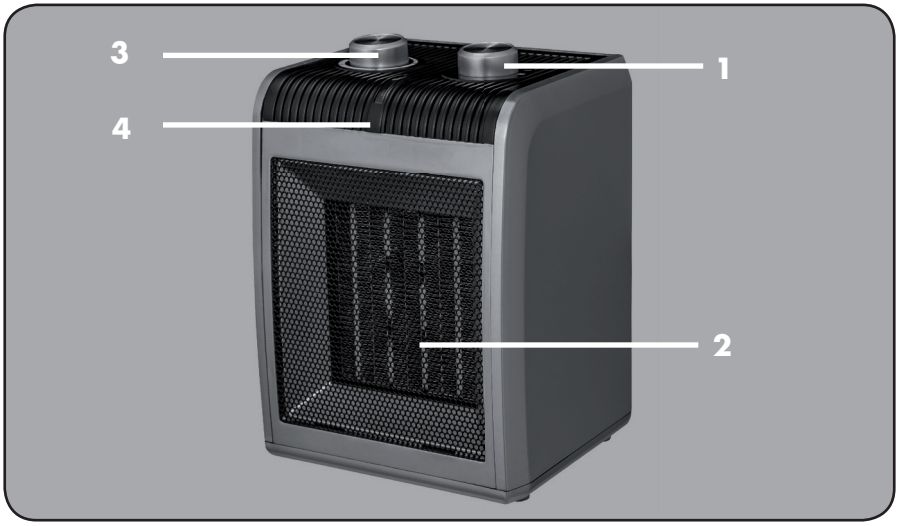

Abb. 1: Geräteübersicht
1. Vergewissern Sie sich, dass der Heizstufenschalter (siehe Abb. 1, Nr. 1) auf „0“ steht. Schließen Sie dann den Heizlüfter an eine geerdete, durch einen FI-Schutzschalter abgesicherte Steckdose an.
2. Schalten Sie nun das Gerät ein, indem Sie den Heizstufenschalter (siehe Abb. 1, Nr. 1) auf die gewünschte Position bringen. Die rote Kontrollleuchte geht an. Dabei gilt:
1. Starten Sie das Gerät, indem Sie mit Hilfe des Heizstufenschalters (siehe Abb. 1, Nr. 1) die gewünschte Heizleistung einstellen.
2. Drehen Sie den Temperaturregler (siehe Abb. 1, Nr. 3) im Uhrzeigersinn bis zum Anschlag.
2. Stellen Sie den Heizstufenschalter (siehe Abb. 1, Nr. 1) auf Position „0“.